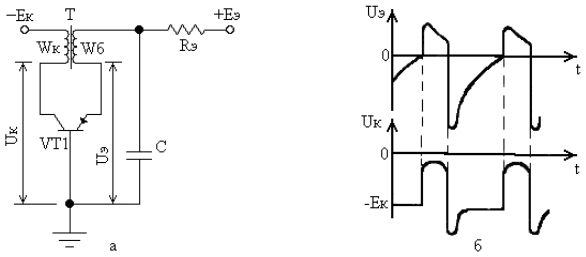

Рис.1.3
5. Объяснить принцип работы БГ с ОБ и временную диаграмму на рис.1.3а и рис. 1.3 б.